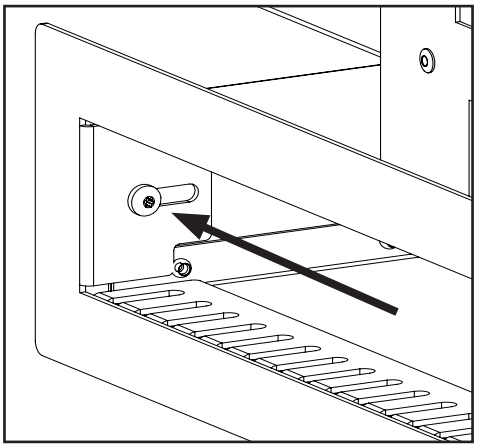

Figure 14. Outlet Trim Bezel Screw
Step 2: Using a T20 screwdriver, remove the screw on each side of the HDK outlet retaining the Outlet Trim Bezel and remove the Bezel (Figure 14).